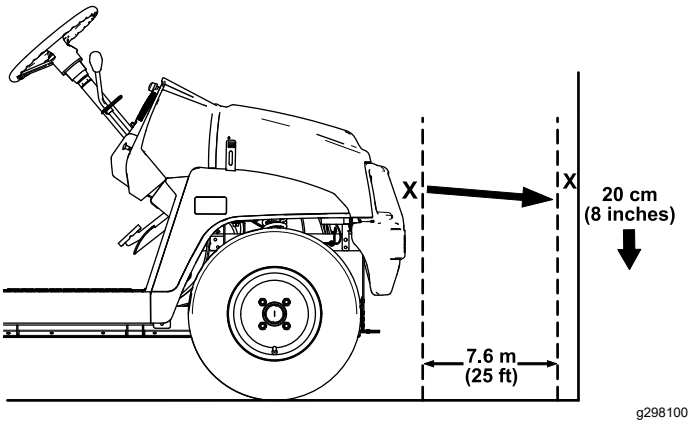

Figur 44
1. Parkera maskinen på ett plant underlag med strålkastarna ca 7,6 m från en vägg (Figur 44).
Den ljusstarkaste delen av ljuskäglan ska vara 20 cm nedanför markeringen du gjorde på väggen (Figur 44).